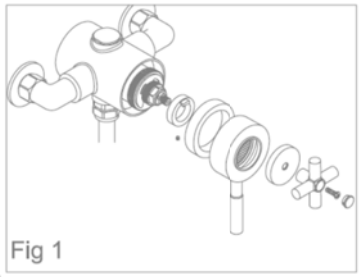

Fig 1
2. Remove the cap on the regulator handle. Undo screw and pull the handle from the mixer body. Remove the indice from the flow control handle and undo the grub screw. Remove the flow control handle from its spline. Undo screwand pull the stopper from the mixer body.Fig 1.